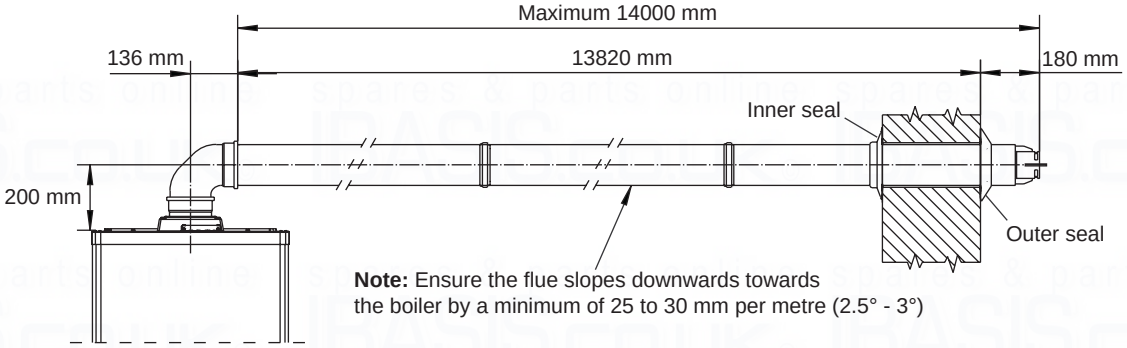

Fig. 22
Extensions for horizontal kit - The horizontal kit can be extended up to a maximum horizontal distance of 14 metres (Fig. 22), including the flue terminal and excluding the flue bend on the boiler (refer to Section 3.4).
5.6 BOILER FUNCTIONING PARAMETERS - Refer to Fig. 22